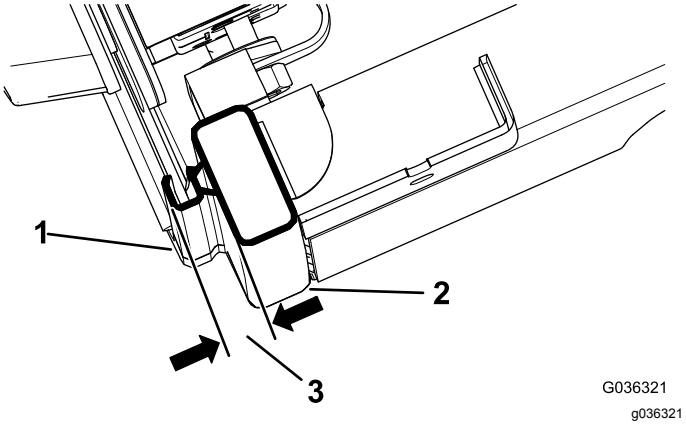

Figur 5
3. Lukk døren helt og mål høyden på bobletetningen mot førerhusskinnens forseglingsoverflate. Sørg for at målene er 1,9 til 2,2 cm, som vist i Figur 5.